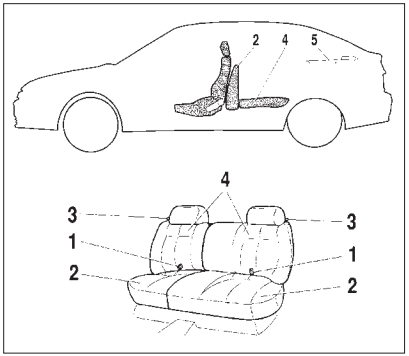

Рис. 18. Заднее сиденье
– потяните за петли 1 (рис. 18) и
– демонтируйте подголовники заднего сиденья 8, установите их в транспортное положение, вставив в установочные отверстия на основании подушки 2, находящейся в вертикальном положении, а затем, прилагая небольшое усилие к спинке 4 в направлении назад, потяните рукоятку 3 замка вверх, освободите спинку 4 и уложите ее, как показано на рис. 18.